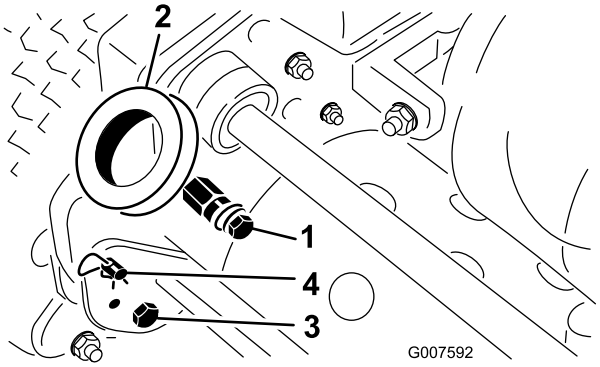

**Figur 3**
1. Ta bort de skruvar och låsmuttrar som håller fast styrarmarnas nedre delar på båda sidorna av klipparen (Figur 3).
2. Avlägsna hårnålssprintarna och ringbultarna som fäster styrarmarna på ramens baksida (Figur 3).
3. För in handtagets ändar genom hålen i styrarmarna och passa in hålen efter fäststiften (Figur 3).
1. Avlägsna hårnålssprintarna från ringbultarna på varje sida av klipparen (Figur 3).
2. Medan du stöder handtaget avlägsnar du ringbultarna på varje sida och höjer eller sänker handtaget till önskat driftsläge (Figur 3).